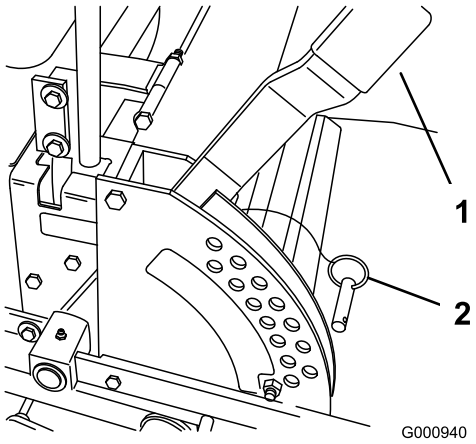

Figur 16
1. Höj klipphöjdsreglaget till transportläget (som också är klipphöjdsläget 127 mm) (Figur 16).
2. Justera inställningen genom att ta ut sprintbulten ur klipphöjdsfästet (Figur 16).
3. Sätt i sprintbulten i det hål i klipphöjdsfästet som passar för den önskade klipphöjden (Figur 16).